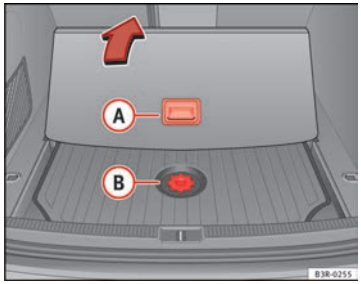

Fig. 192 Access to the toolbox and jack
– Take hold of handle (A) and fold back the floor panel in the luggage compartment ⇒ Fig. 192.
– Unscrew the attachment screw from cover (B) ⇒ Fig. 192.